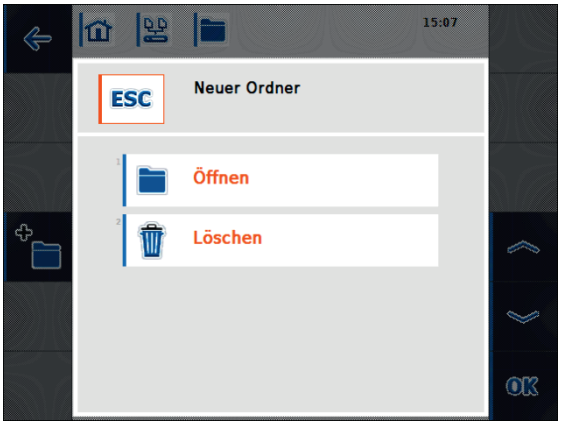

Abbildung 7-7: Auswahlfenster nach drücken eines Ordners
1. Drücken Sie auf den gewünschten Ordner. Es öffnet sich ein Auswahlfenster (siehe Abbildung 7-7).